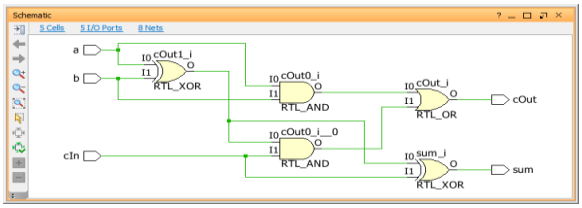

Figure 10. Schematic of Adder1: 1-bit Adder
d. In the *Flow Navigator* pane, click *Open Elaborated Design* entry under the *RTL Analysis* to perform RTL (Register-Transfer Level) analysis on the source file. Click the ***Schematic*** to see a logic view of the design as shown in Figure 10.